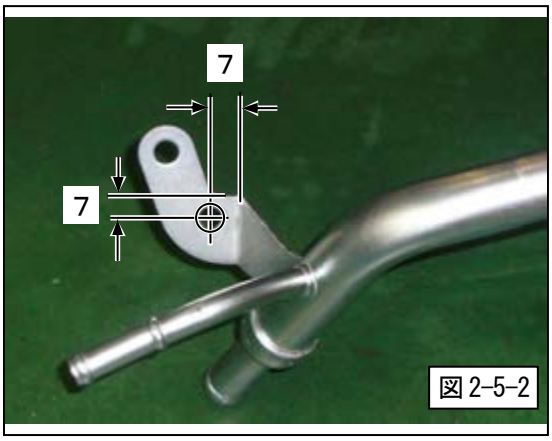

図 2-5-2
(2) ブラケットにφ７の穴を開けてください。(図 2-5-2)